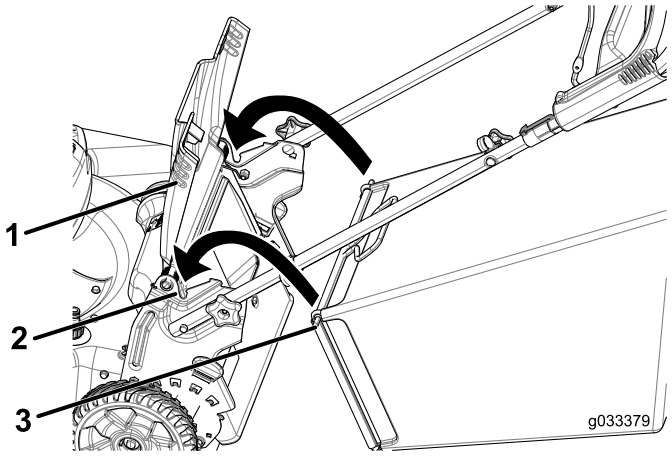

Figur 21
1. Løft den bageste deflektor, og hold den oppe (Figur 21).
2. Monter græsposen, og sørg for, at tapperne på posen sidder i hakkerne på håndtaget (Figur 21).